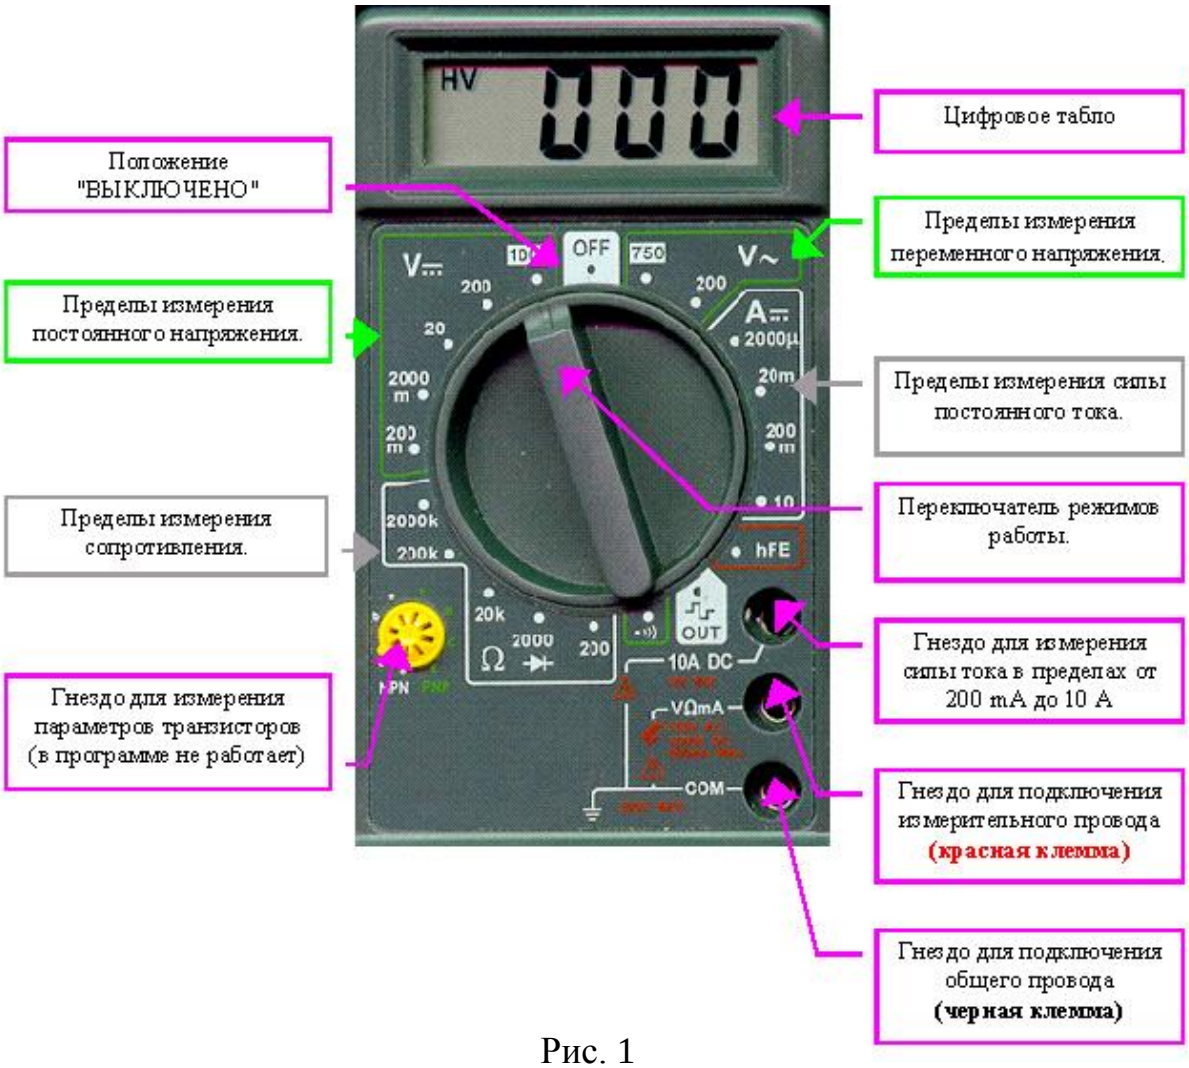

Рис. 1
1. Мультиметр (рис. 1) вызывается на экран (рабочий стол) нажатием кнопки «Получить мультиметр» на верхней панели окна программы. Следующее нажатие на эту кнопку вызывает второй прибор (при этом кнопка блокируется). Для удаления прибора нужно щелкнуть на кнопке ☒ в правом верхнем углу окна мультиметра. Прибор вместе со своими зажимами исчезает с экрана.